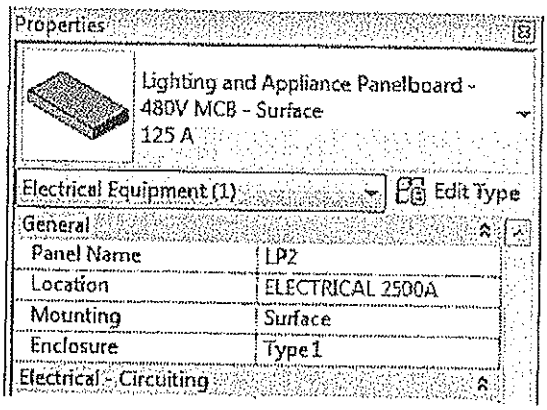

Figure 11–23
7. In Properties, in the *General* area, set *Panel Name* to **LP2**, as shown in Figure 11–23.